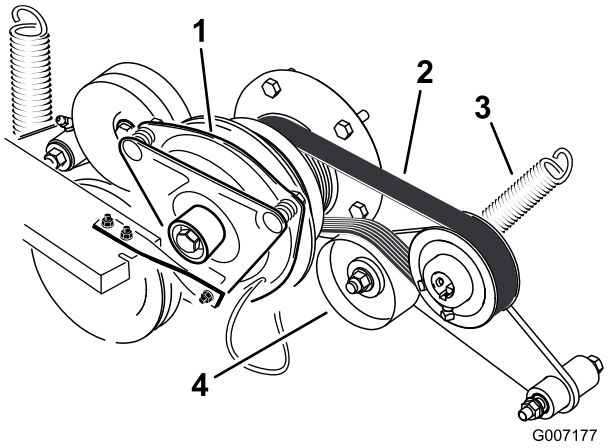

Figur 63
3. Demontera fjädern på remskivarmen (Figur 63).
4. Montera den nya remmen runt motorns och hydropumpens remskiva (Figur 63).
6. Montera fjädern på remskivearmen (Figur 63).